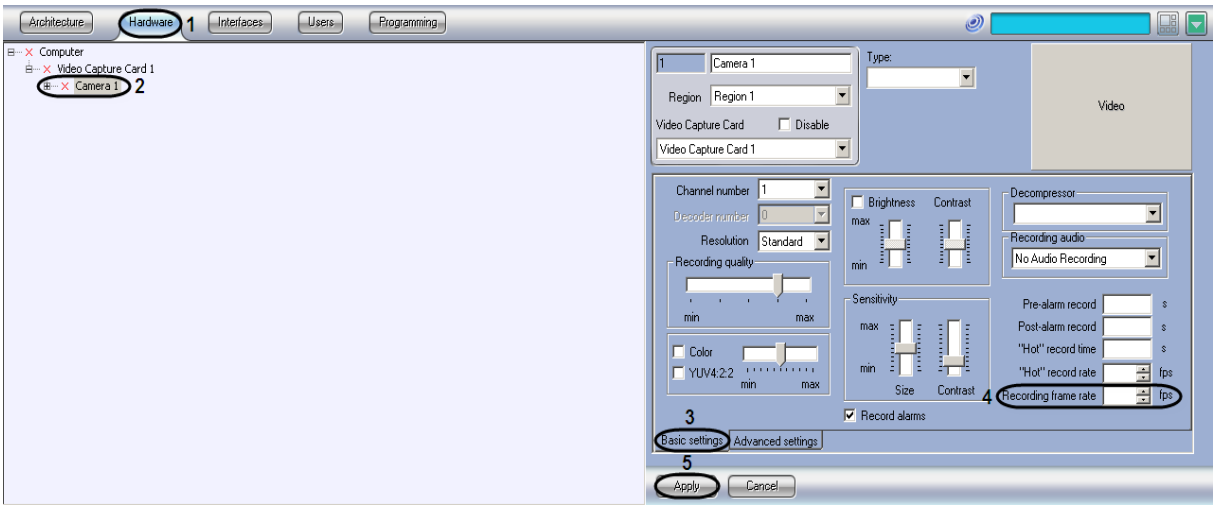

Figure 8.4-34 Reducing frame rate in the recording mode
1. Go to the “Hardware” tab in the “System settings” dialog box (Figure 8.4-34, 1).
2. Select the “Camera” object corresponding to the required camera in the objects tree (Figure 8.4-34, 2). The settings panel for the selected object is displayed on the right of the “Hardware” tab.
3. Go to the “Basic settings” tab on the settings panel of the “Camera” object (Figure 8.4-34, 3).
4. Specify the recording frame rate value in the “Recording frame rate” field (Figure 8.4-34, 4). The value is not to exceed the digitization frame rate value. The value set for the “Recording frame rate” parameter allows calculating the interval (msec) in which a frame is to be captured to be stored in the archive. The calculation is made according to the formula:
5. Click the “Apply” button (Figure 8.4-34, 5).